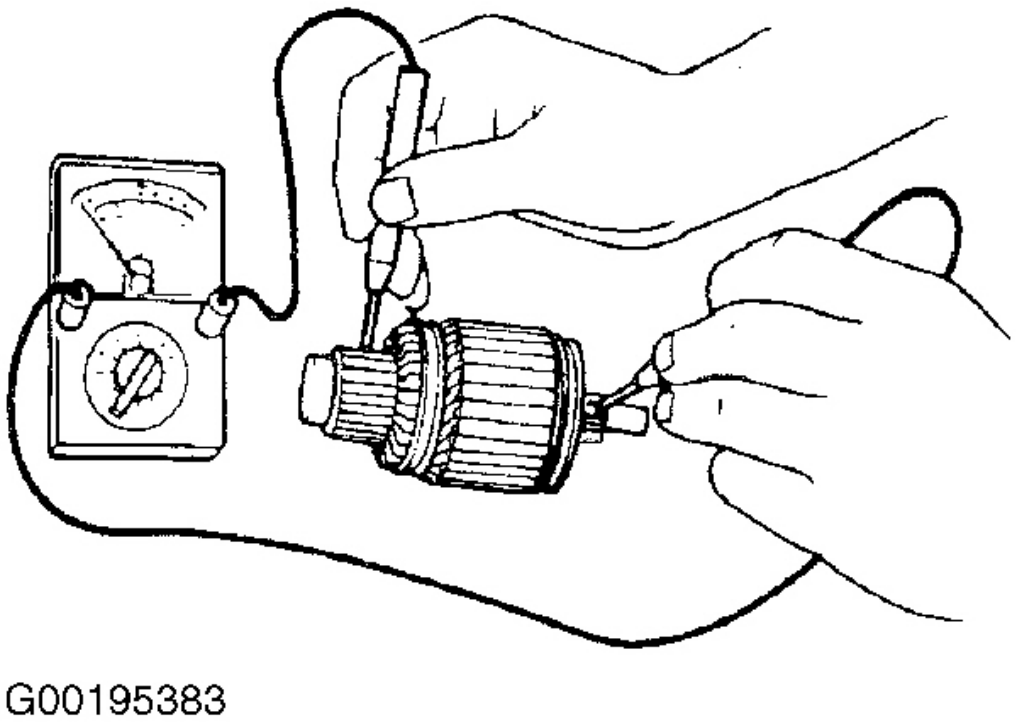

Fig. 7: Comprobación de conmutador al eje Continuidad
2. Si existe continuidad, sustituya la armadura. Compruebe si hay continuidad entre el colector y el eje. Ver **Fig. 7** . Si existe continuidad, sustituya la armadura.